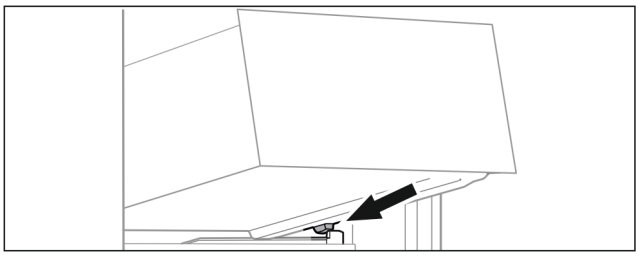

Fig. 97
▶ Schubfach schräg hinter den Stoppern auf Behälterrippe aufsetzen. (siehe Fig. 97)